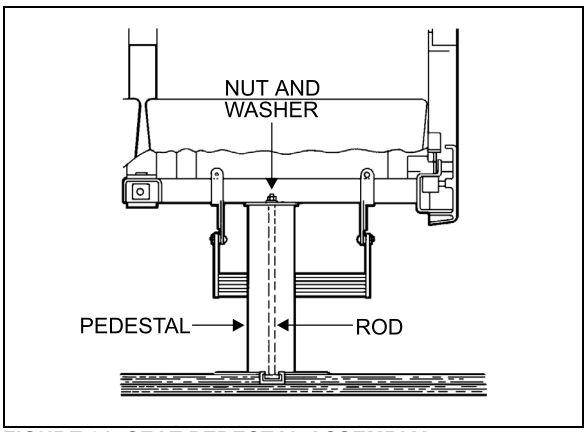

**FIGURE 91: SEAT PEDESTAL ASSEMBLY** 18107
5. Remove 2 nuts and washers holding seat frame to pedestal rods. See Figure 91.